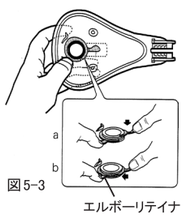

図5-3
③ エルボーリテイナを取付けるため、エルボーリテイナの端をエルボーにつけ、しっかりと押し込んでください（図5-3）。